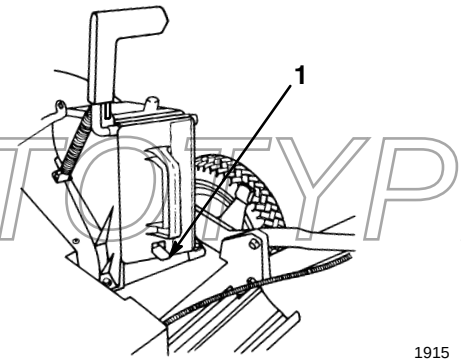

**Figure 6**
5. Push the plug all the way in until the spring clip on the bottom of the plug clicks into place (Fig. 6).